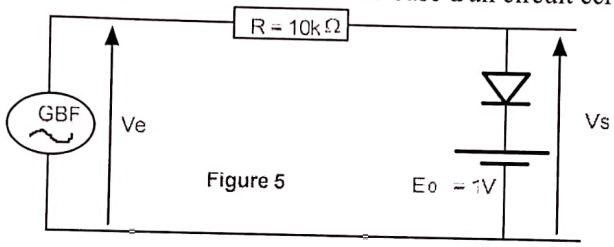

Figure 5
1) Réaliser le montage de la figure 5.